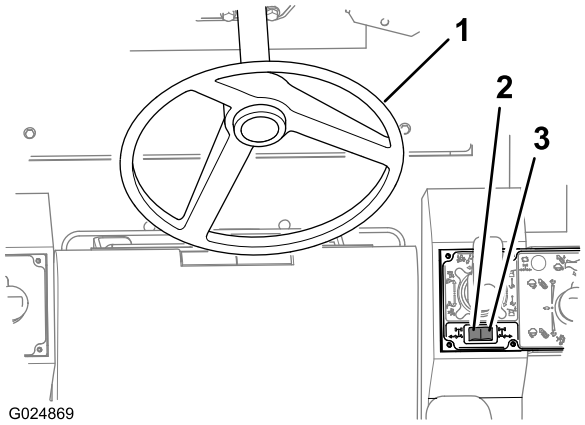

Figura 46
Use o volante para controlar a direção das rodas dianteiras (Figura 46).
- Empurre o interruptor para a direção das rodas traseiras (Figura 46) na metade direita da chave, para girar as rodas traseiras à direita (giro à esquerda).
- Empurre o interruptor para a direção das rodas traseiras (Figura 46) na metade esquerda da chave, para girar as rodas traseiras à esquerda (giro à direita).